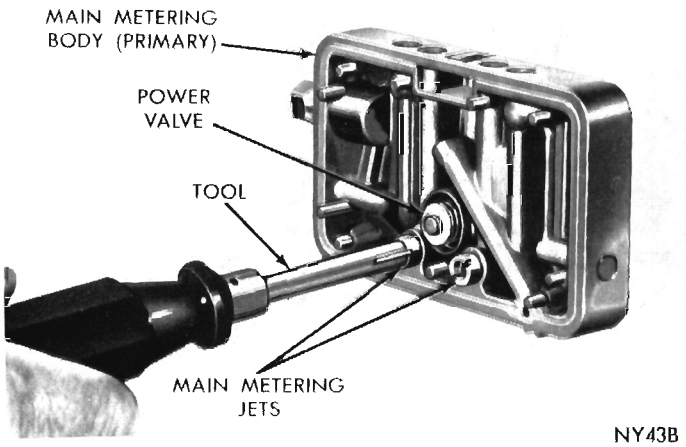

Fig. 8—Removing or Installing Main Metering Jets
(2) Using Tool C-3748, remove main metering jets. (Fig. 8).
(3) Remove idle adjusting needles and gaskets.
(3) Install main metering jets (Fig. 8), using Tool C-3748. Tighten securely.